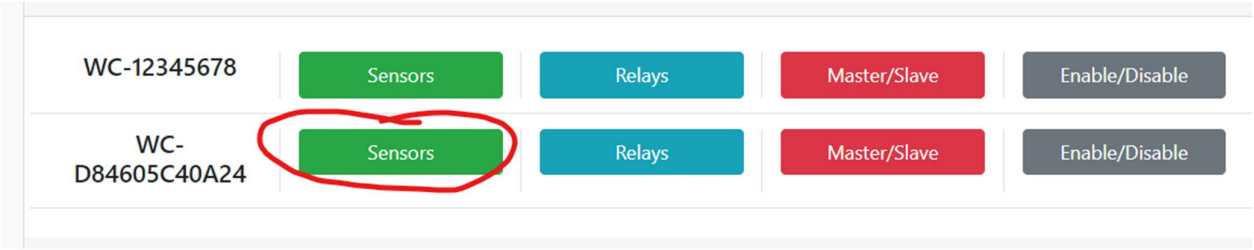

Figure 4.5
4.3.6.8. From Figure 4.5 you need to select *Sensors*
4.5.7. This page will list the Wiring Centre Controllers (WC Controller) See Figure 4.5